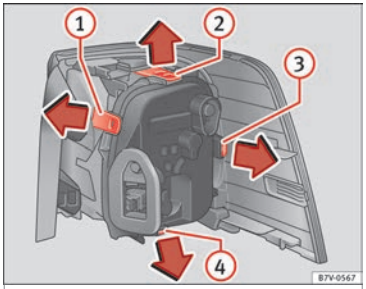

Afb. 114 Achterlicht in carrosserie: fitting uitbouwen. (1) t/m (4): vergrendelingslipjes.
8.	Druk op de vergrendelingslipjes ››› afb. 114 (1) tot (4) in de richting van de pijl om de fitting los te maken.